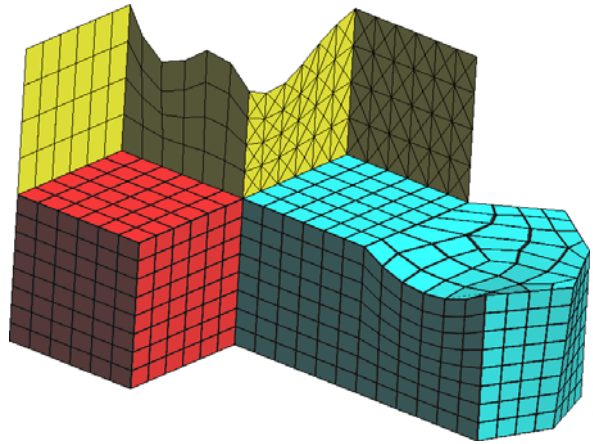

Figure 12. Semi-structured volume mesh of hexahedra.
12. Another window appears in which to enter the maximum element size. Leave the default value unaltered and click **OK**. The result is the mesh shown in Figure 12.